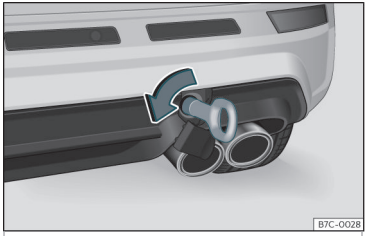

Fig. 42 En el lado derecho del paragolpes trasero: argolla de remolque enroscada.
- Enrosque la argolla de remolque en el alojamiento girándola al máximo **en el sentido contrario al de las agujas del reloj** ››› **fig. 42** ›››❗. Utilice un objeto adecuado con el que pueda enroscar completa y firmemente la argolla de remolque en su alojamiento.